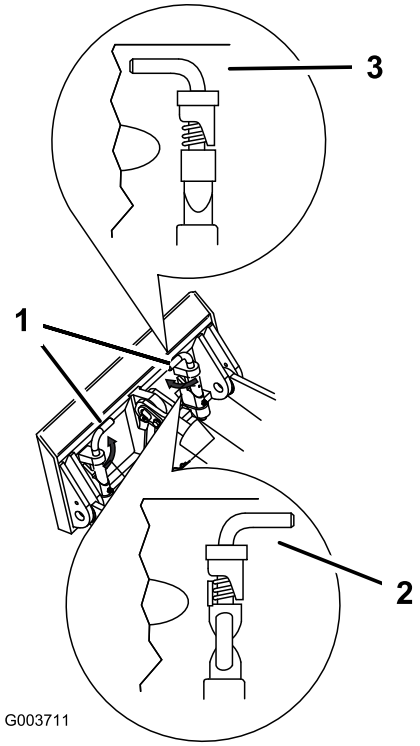

Figur 26
7. Koppla in snabbfästpinnarna och se till att de är ordentligt inskjutna i fästplåten (Figur 26).